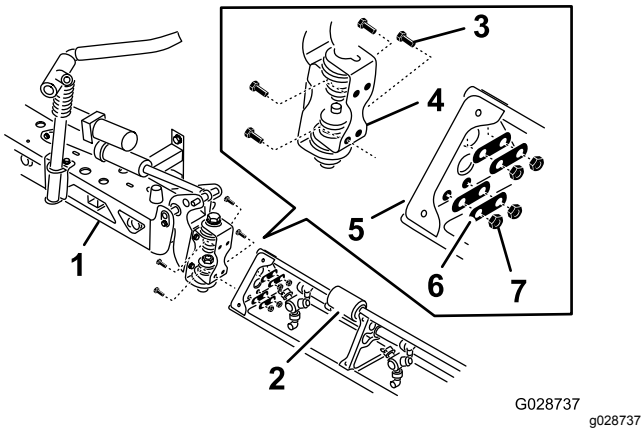

**Figur 30**
2. Roter hver svingbrakett på enden av den midtre bomseksjonen slik at brakettene er innrettet vertikalt (Figur 30).
4. Monter hengselplaten på den trekantede platen ved hjelp av de fire flenshodeboltene, fire bakplatene og fire flenshodemutterne du fjernet i trinn 1, som vist i Figur 30.
6. Rett inn stangenden på bomløftesylinderen med hullene i hornet på svingbraketten (Figur 30).
7. Fest stangenden til svingbraketten med en splittpinne og en hårnålssplint (Figur 30).